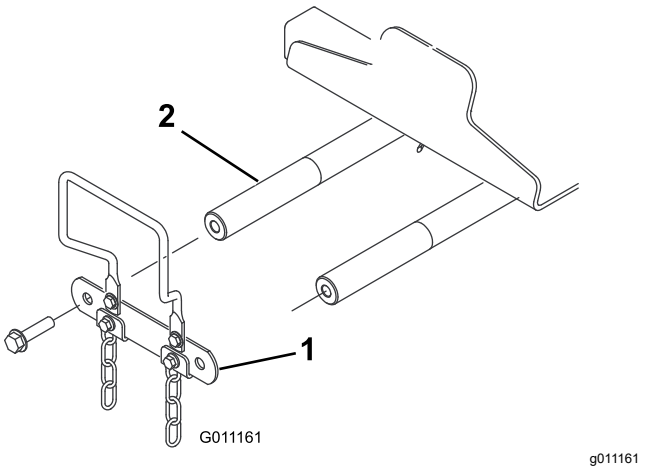

**Figur 10**
4. På maskinens framsida tar du bort de två flänshuvudskruvar (½ x 2 tum) som fäster den vridbara axellänken på lyftarmens svängaxlar och avlägsnar länken (Figur 10).